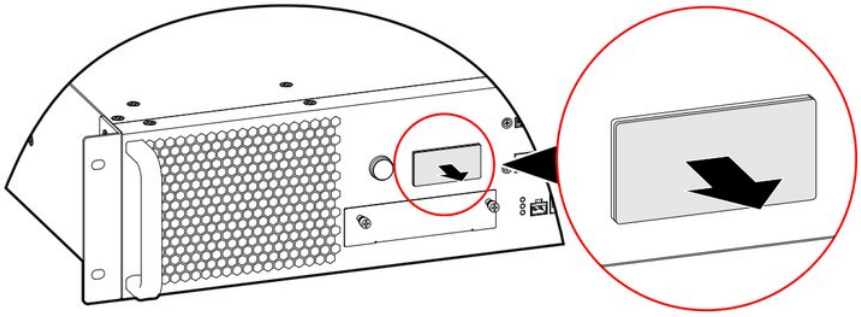

FIGURA 3-21 Rimozione della piastra di copertura della scheda SNMP
1. Rimuovere la piastra di copertura della scheda SNMP sull'unità bypass, come mostrato nella Figura 3-21.